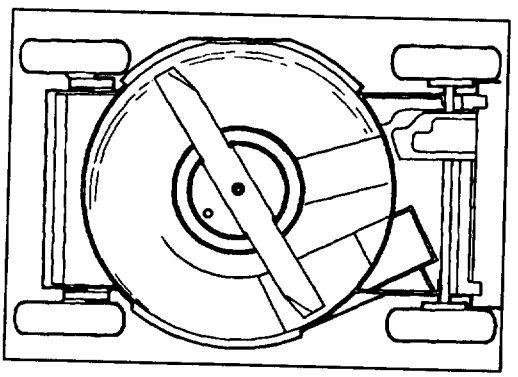

**Figure 25**
3. Tip mower on its right side (Fig. 25). Avoid rotating blade because starting problems may result.